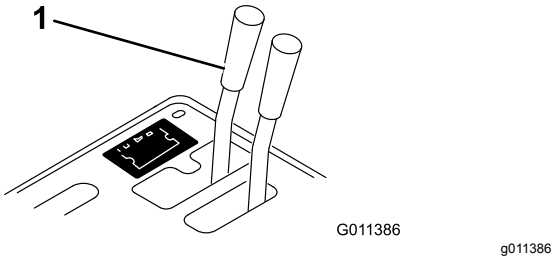
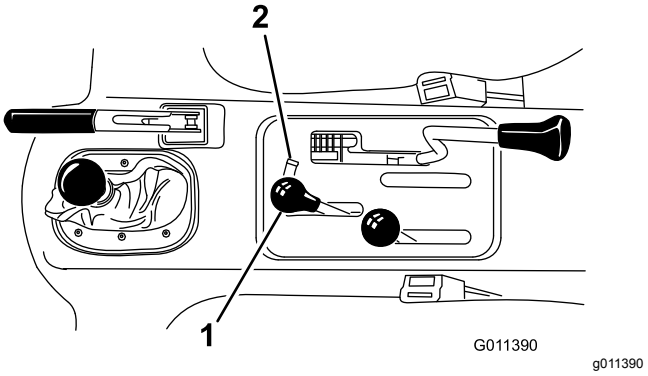

Figur 14
Figur 15
1. På køretøjer med serienumre før 239999999 skal du flytte grebet på fjernhydraulikventilen (Figur 14) til flydepositionen, og på køretøjer med serienumre 240000001 og opefter skal du flytte det hydrauliske løftegreb (Figur 15) frem og tilbage for at fjerne systemtrykket og lette frakoblingen af lynkoblingerne.